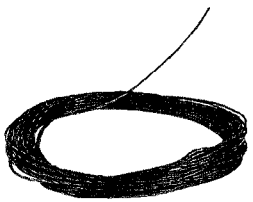

Fig. 2 — Removing Twisted Wire
(1) Place coil flat on floor so that inner end will feed from coil in a counterclockwise direction.
(2) Feed from centre of coil (Fig. 2).